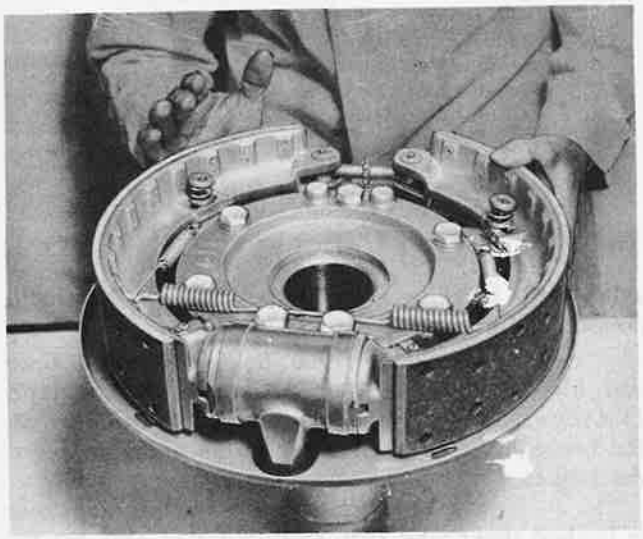

Figure 164—Striking Right Brake Shoe
(2) Strike the right brake shoe (figure 164) to obtain clearance to remove the left shoe hold-down spring.